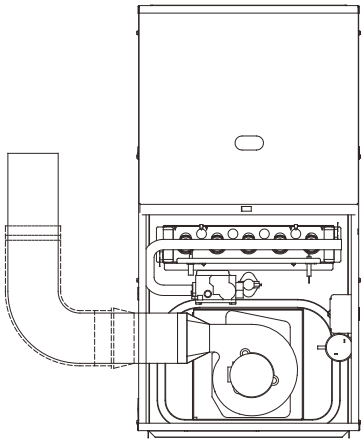

Fig. 6-8 Downflow Application- Vent Elbow Up then Left
This furnace can be installed for upflow, downflow and horizonal positions (see Fig 6-8~6-14).
1) Downflow Left Side Venting Fig. 6-8
Vent the furnace with the appropriate connector as shown in Fig. 6-8~6-14.
Pressure switch location changes depending on installation, See Figures 6-8 ~ 6-11 for specific location.